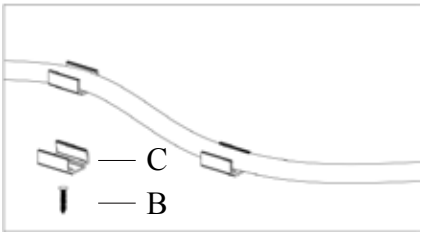

Figure 1
D. Fix mounting clips with nails or screws onto support surfaces. (Figure 1、2、3)